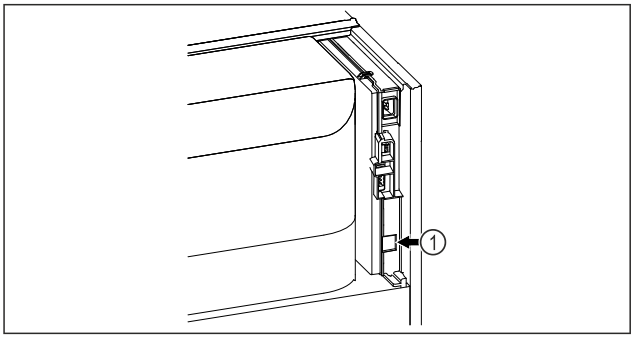

Fig. 79
❑ SmartModule *Fig. 79 (1)* este instalat.